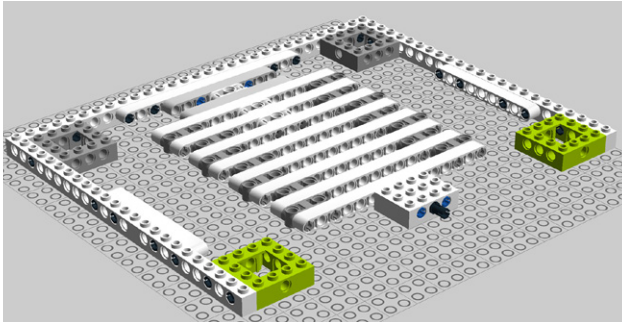

Figure 8-29. *Step 24: Adding two 4x4 Technic bricks*
24. Connect two more 4x4 Technic bricks as seen in Figure 8-29.